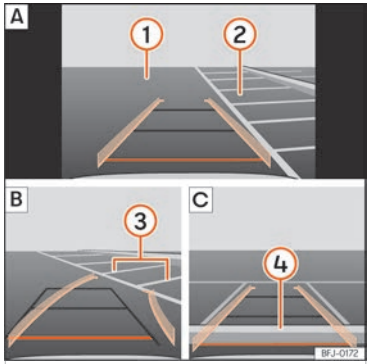

Fig. 157 Visualització a la pantalla del sistema d'Infotainment: aparcar amb l'assistent de marxa enrere.
Llegenda de la ››› fig. 157:
- Situeu el vehicle davant de l'espai d'aparcament ››› fig. 157 2 A.